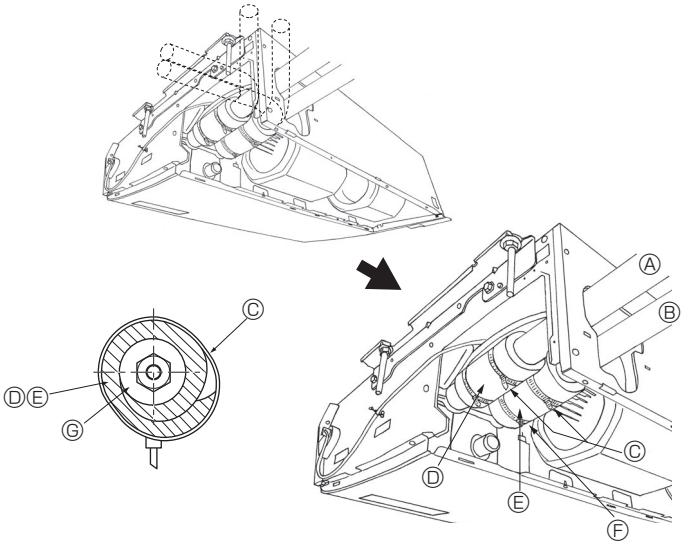

Fig. 4-3
4.3. Внутренний прибор (Fig. 4-3)